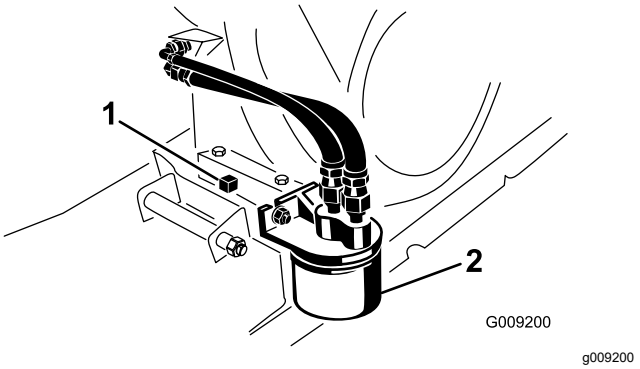

**Figur 39**
5. Sätt ett kärl som rymmer 1,8 liter eller mer under avtappningspluggen (Figur 39).
6. Ta bort avtappningspluggen och förslutningen (Figur 39).
2. Avlägsna det befintliga oljefiltret (Figur 39).
4. Skruva fast det nya filtret på filteradaptern tills packningen vidrör fästplattan och dra sedan åt filtret ytterligare ett halvt till tre fjärdedels varv (Figur 39).